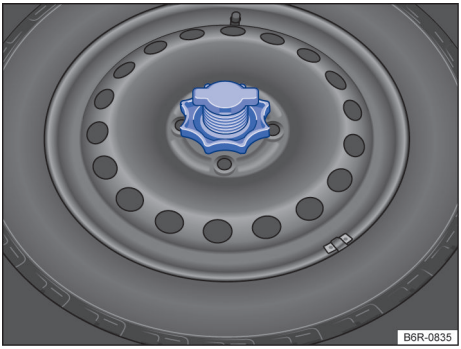

Fig. 136 No compartimento de bagagem: manípulo para fixação da roda de emergência.
- Girar totalmente o manípulo localizado no meio da roda de emergência → Fig. 136, no sentido anti-horário, e remover a roda de emergência.